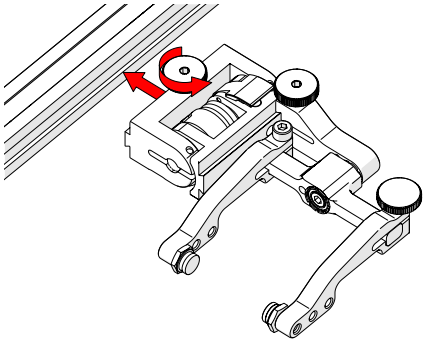

Fig. 139 - Attach to frame bar
1. Rotate the probe holder adjustment knob and attach probe holder to a frame bar *(Fig. 139)*.